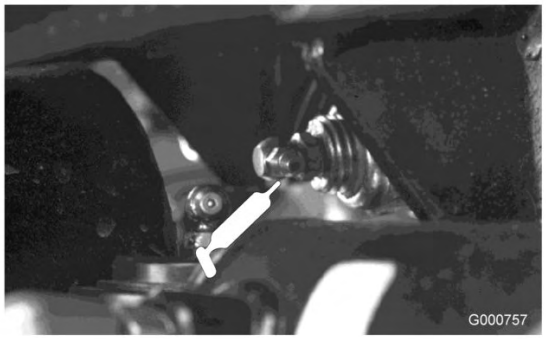

Figura 49
- Articulação do eixo traseiro (Figura 49)